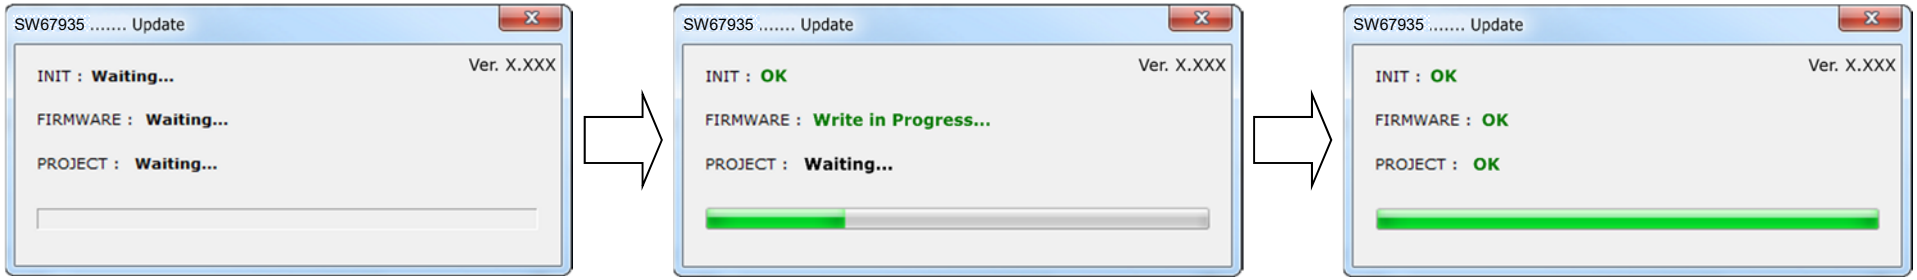

Abb. 14: Updatevorgang
- Nach erfolgreichem Updatevorgang (Abb. 14), schalten Sie das Gerät aus.
- Nach erfolgreichem Updatevorgang (Abb. 14), läuft das Gerät automatisch mit den neuen Parametern im RUN-Modus weiter.